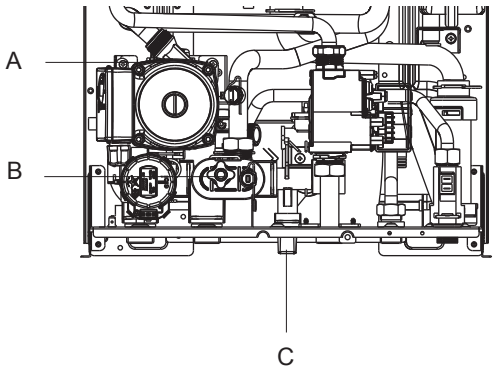

рис. 3.13
Данная операция должна производиться при остывшей системе, она проводится следующим образом (Рис. 3.13):
- отвинтите на два-три оборота заглушки нижнего (A) и верхнего (D) автоматического воздушного клапана котла; для постоянного удаления воздуха оставьте заглушки воздушных клапанов открытыми (A-D, рис. 3.13 - 3.15)